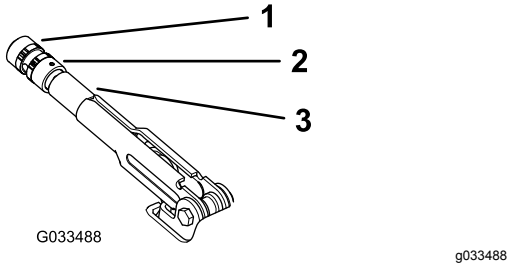

Figuur 64
2. Draai de stelschroef los waarmee de knop is bevestigd aan de parkeerremhendel (Figuur 64).